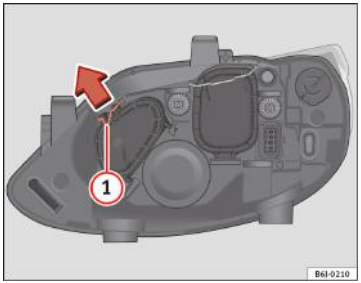

Fig. 149 Lămpile de poziție laterale
– Deplasați clema (1) în sensul săgeții şi scoateți capacul ⇒fig. 149.